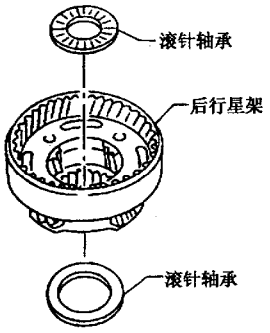

图 9－12－50
(36) 如图 9－12－52 所示，从变速器壳体上拆下后齿圈。